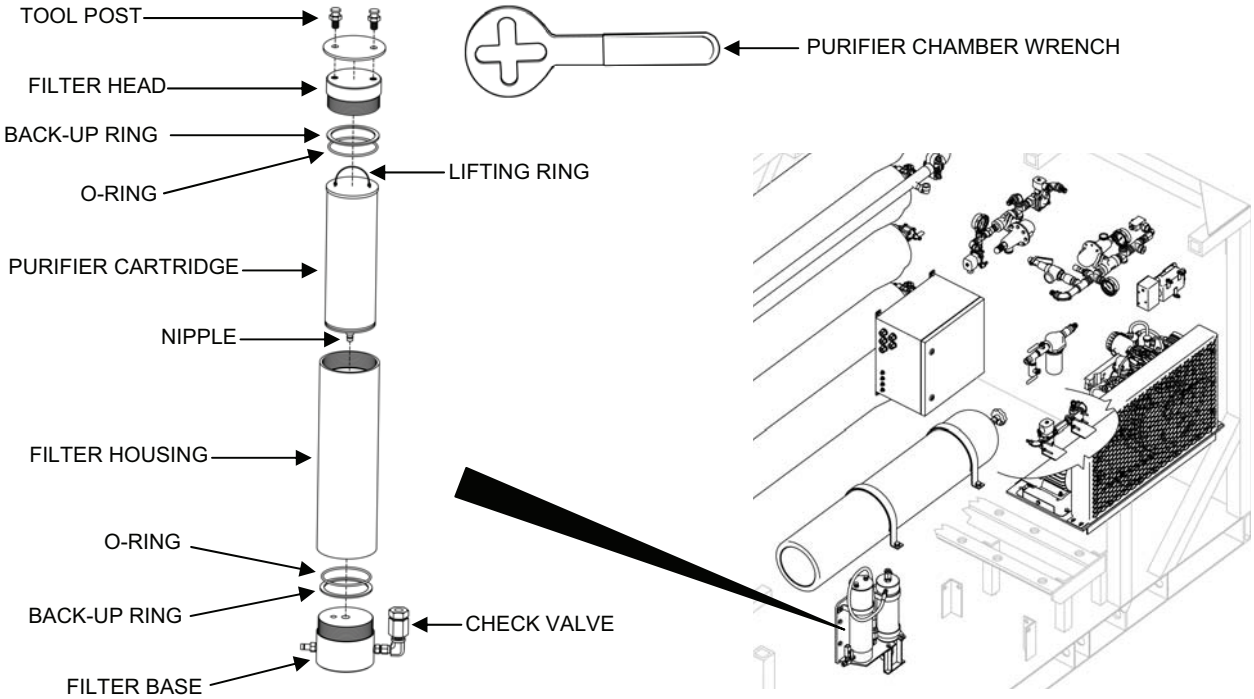

Figure 4. AF2 Purifier Cartridge Replacement.
3. Remove the purifier cartridge as follows (Figure 4):
5. Install the new cartridge. Inspect for two o-rings and back-up rings on the cartridge. Be sure the nipple of the cartridge snaps into place (Figure 4).